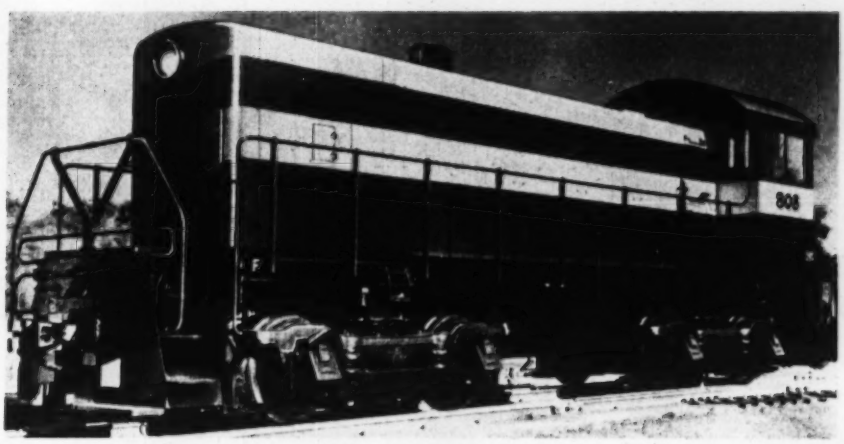

Fig. 10 New 800-hp switcher introduced by ALCO
The new 800-hp 115-ton switcher which replaces the 660-hp 100-ton unit in the ALCO line is shown in Fig. 10 and described under item 12 of Table 1. This locomotive carries a 6-in line supercharged engine of new design, which utilizes the same cylinder geometry ($9 \times 10^1/_2$) of the ALCO standard 1000-rpm engines.